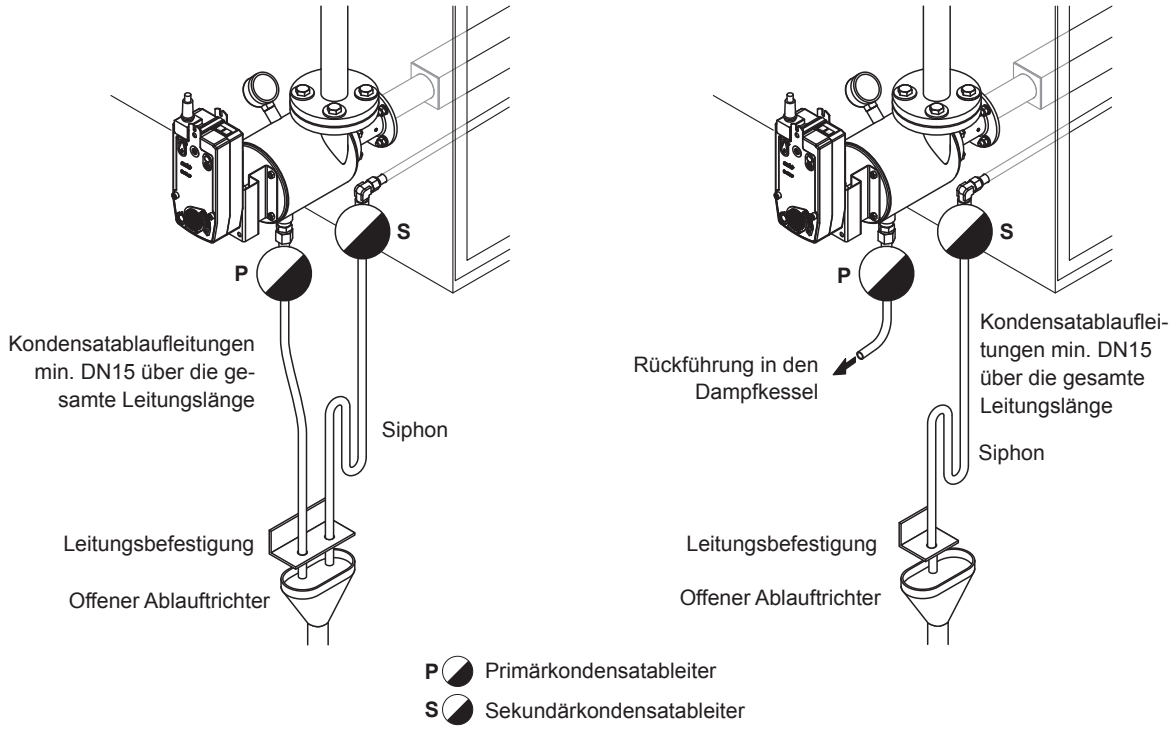

Abb. 47: Korrekt ausgeführte Kondensatableitung
- Der Durchmesser der Kondensatleitung darf unter keinen Umständen verkleinert werden und soll mindestens mit dem gleichen oder grösseren Durchmesser als der Abgang am Kondensatableiter ausgeführt werden (siehe *Abb. 47*). Grund dafür ist der Entspannungsdampf, der entsteht, wenn Kondensat mit >100 °C auf Atmosphärendruck entspannt wird. Durch die Entspannung des Kondensates kann dieses nachverdampfen. Dies hat eine Vergrösserung des Volumens zur Folge, da in der Kondenssatleitung ein Gemisch von Kondensat (Wasser) und nachverdampftem Dampf entsteht. Der Dampf nimmt ein ca. 1600-fach grösseres Volumen ein, was die Geschwindigkeit in der Kondensatleitung stark ansteigen lässt.